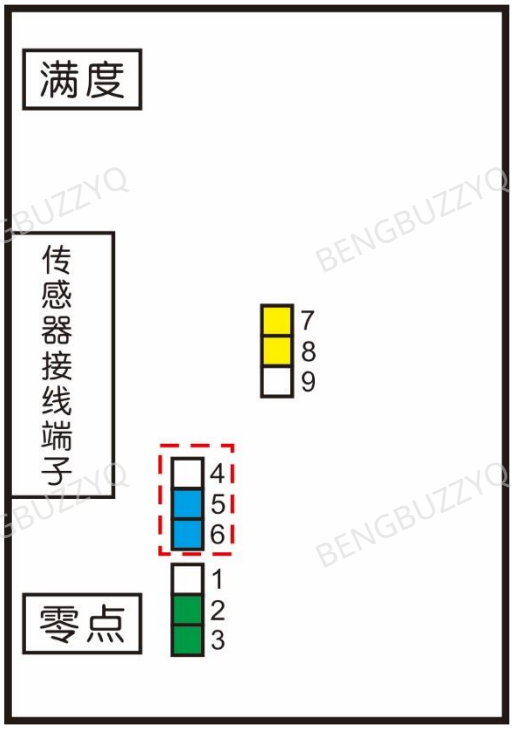

Fig.2 4-12-20mA output or The negative direction of the zero point is large and exceeds the adjustment range
(3) If the negative direction is large, such as the zero point output -3V or 0mA (the current is not in the negative direction), unplug the blue jumper cap near the zero potentiometer, and then plug it into the position as shown in the figure 2 above (5 and 6 short connections).
(4) Refer to the debugging and calibration to adjust the fullness of the zero point